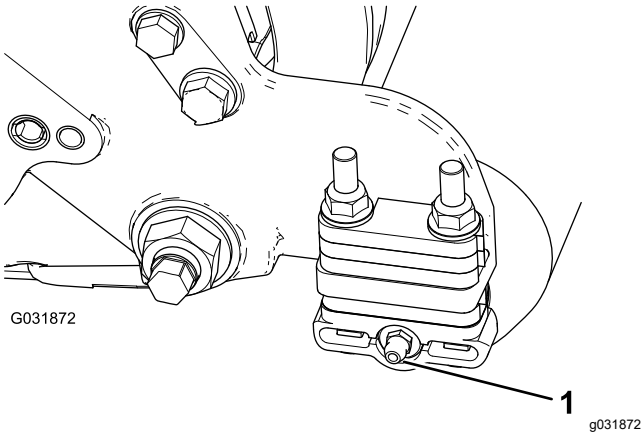

Figura 8
2. Montate il raccordo di ingrassaggio a 90° in modo che sia rivolto all'indietro (Figura 8).